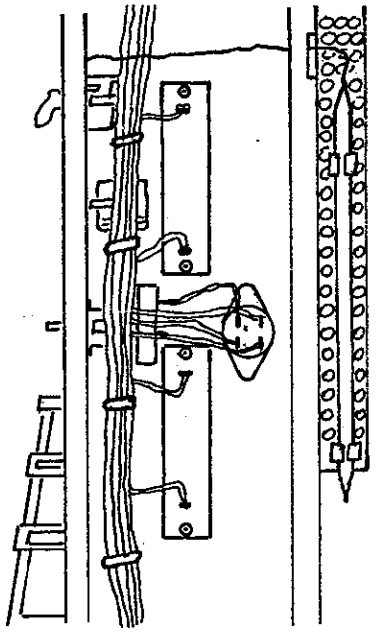

Fig. 9 Abb. 9
1. Introduire les éléments chauffants dans les découpes (fig. 9) en soutenant la laine de roche (isolant du panneau de câblage) avec la main pour éviter de la détériorer.
Dans le câblage, 4 fils équipés de cosses sont restés libres. Un fil de part et d'autre des découpes (fig. 9). Raccorder le fil supérieur à la cosse supérieure de l'élément chauffant du haut.
1. De verwarmingselementen worden via de openingen ingebracht(fig. 9) en zorgen voor dragend de rotswol (isolatie van het kableringspaneel) met de hand te ondersteunen om beschadiging ervan te voorkomen.
1. Heizelemente in den abgerundeten Durchbrüchen einschlieben (siehe Abb. 9). Steinvollplatten mit der Hand unterstützen (Wärmedämmung am Anschlußplatine) Vorsicht. Bruchgefahr !.
Vier Leitungen sind nicht angeschloßen. Es gibt eine Leitung an jeder Durchbruck. (siehe Abb. 9). Obere Leitung an die obere Steckverbindung des oberes Heizelemente anschließen.